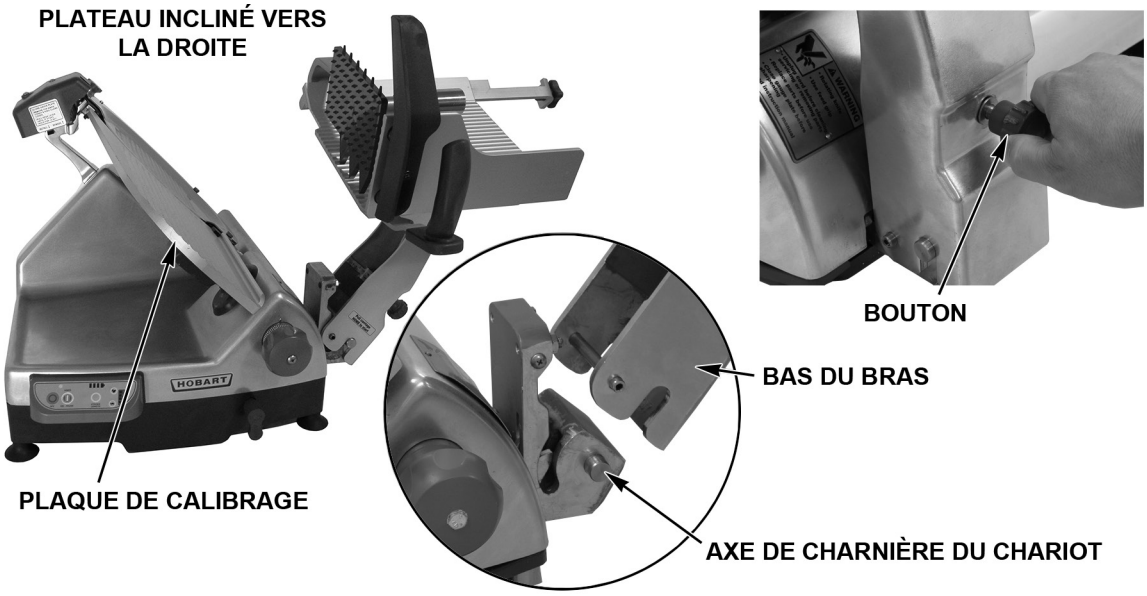

Fig. 10
- Desserrez le bouton (Fig. 10) sur le bras. Inclinez le plateau vers la droite (Fig. 10).